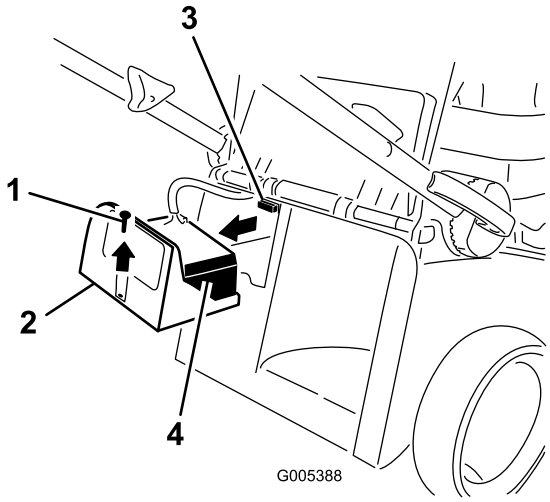

**Figur 7**
1. Fjern batteridækslet, og find sikringsholderen (Figur 7).